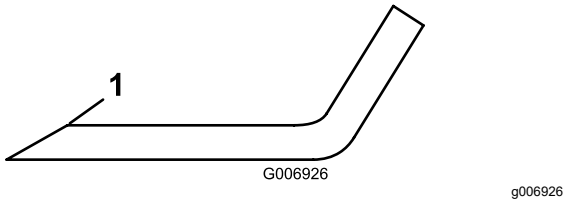

Figura 75
4. Ispezionate i taglienti di tutte le lame, affilateli se sono smussati o scheggiati, affilate solo la parte superiore del tagliente e mantenete l'angolo di taglio originale per garantire l'affilatura (Figura 75).